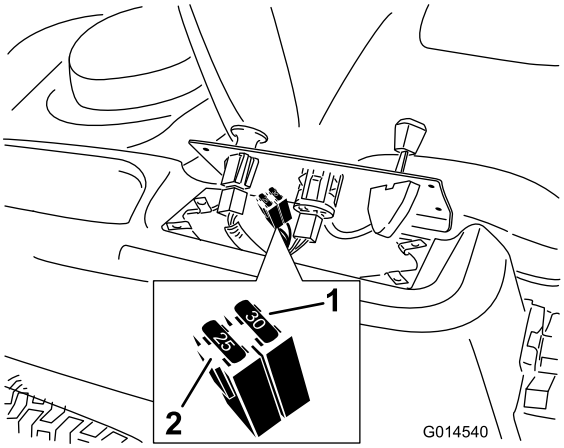

Figur 45
2. Løft kontrolpanelet op, så der opnås adgang til hovedledningsnettet og sikringsblokken (Figur 45).
3. En sikring udskiftes ved at trække den ud af sikringsdåsen (Figur 45).